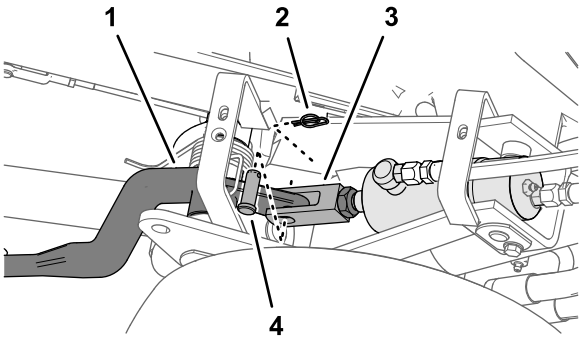
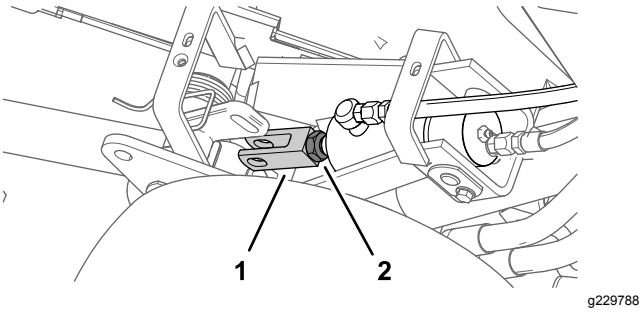

Figure 52
Figure 53
3. Loosen the jam nut securing the clevis fitting to the cylinder of the cutting-unit that needs to be adjusted (Figure 52).
4. Remove the retaining pin and clevis pin (Figure 52)
5. Rotate the clevis until you attain the desired height (Figure 53).
6. Assemble the clevis fitting to the lift arm with the clevis pin and retaining pin, and tighten the jam nut (Figure 52 and .Figure 53).